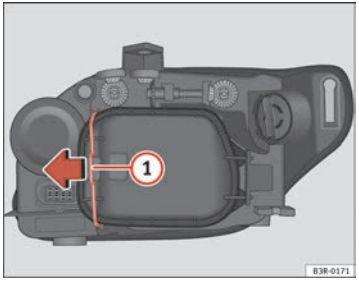

Fig. 212 Side light bulb (outside of vehicle)
- Move the brace ⇒ fig. 212 (1) in the direction of the arrow and remove the rigid cover, separating the brace side and then removing the two tabs from the other end of the cover.